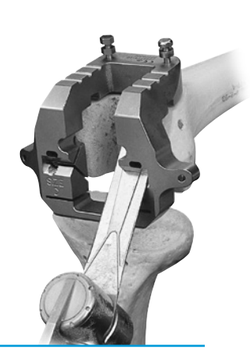

Fig. 47
- Use an oscillating saw to cut the anterior and posterior chamfers, if necessary **(Fig. 47)**.